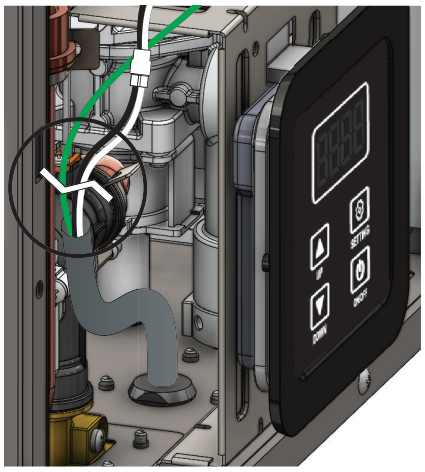

Figure 40 - System power cord cut location.
2. Locate the system power cord using Figure 40. Cut the wires at the location shown in Figure 40.